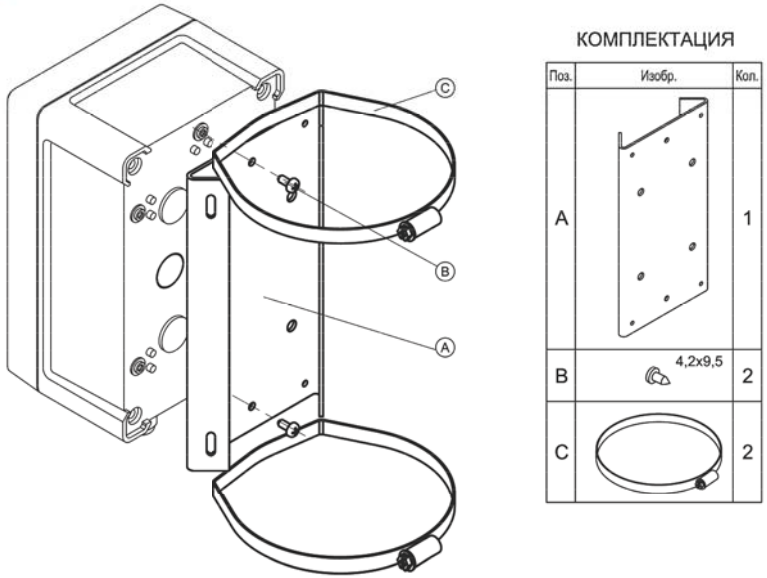

Рис.4 Монтаж блока питания на кронштейн КС-1
3. Кронштейн КС-1 для крепления блока питания БПУ-2-220VAC-24VDC/2,0A на опоры ∅; □ =115÷135мм (другой размер – под заказ). Монтаж кронштейна см. рис.4.